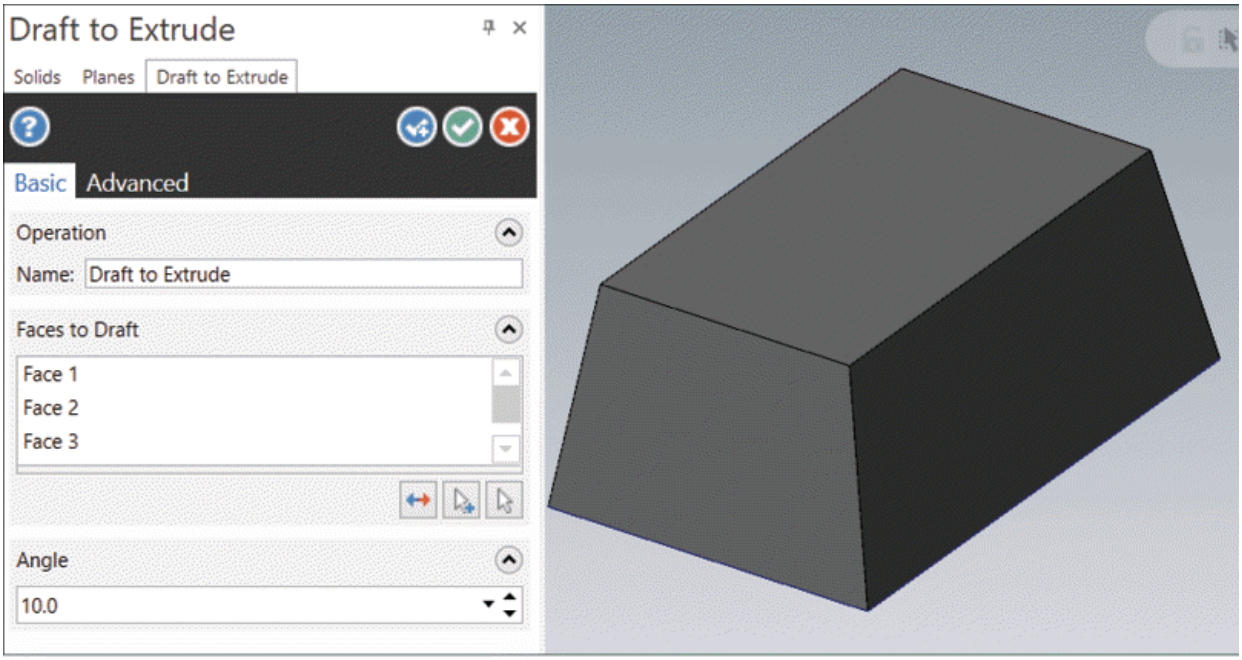

Figure-70. Preview of draft to extrude feature
- Specify desired draft angle value in the **Angle** edit box. Preview of draft feature will be displayed; refer to Figure-70.